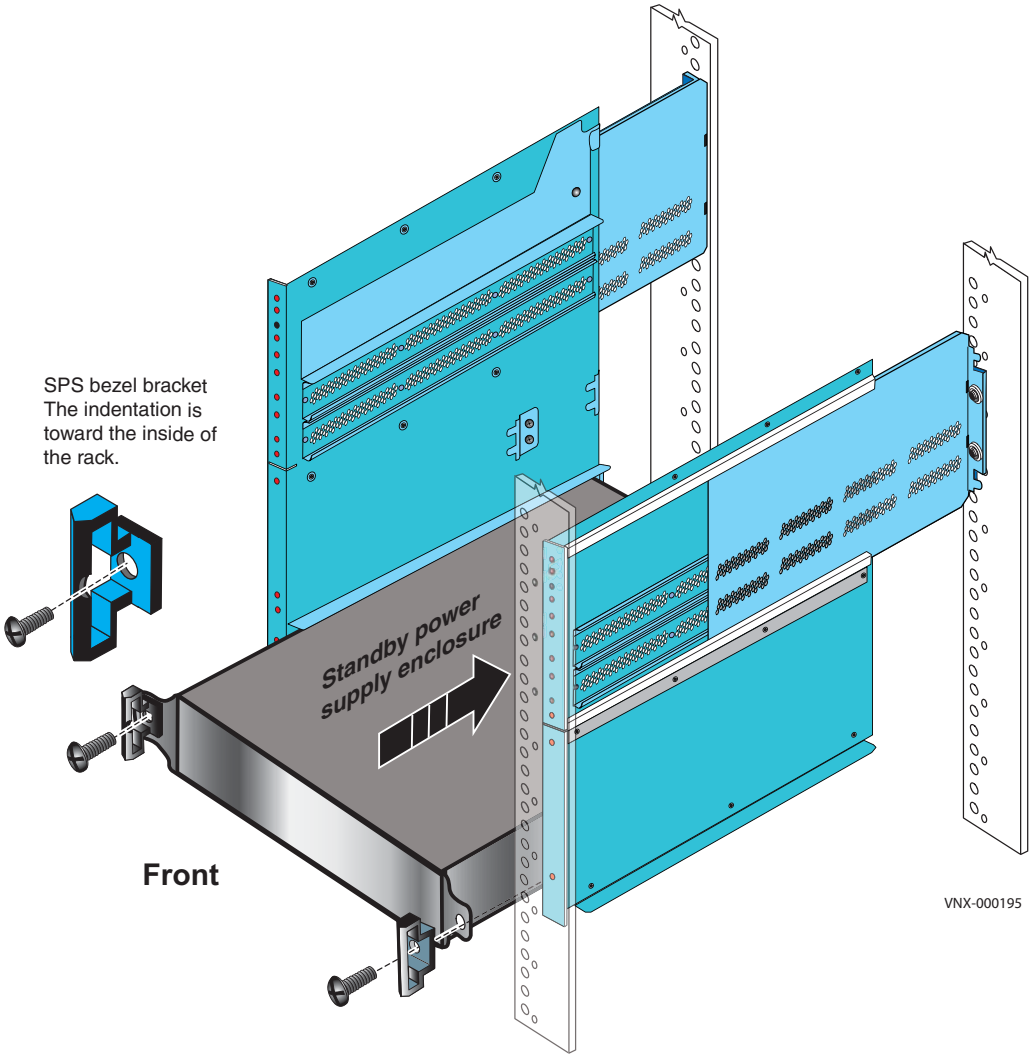

**Figure 7** Installing the standby power supply
1. Slide the SPS enclosure into the cabinet rails at the bottom of the rack as shown in Figure 7. Ensure that the enclosure is fully in the cabinet. The rail stops in the back will seat into the back of the enclosure at the correct depth, and the front of the enclosure will be flush with the cabinet face.